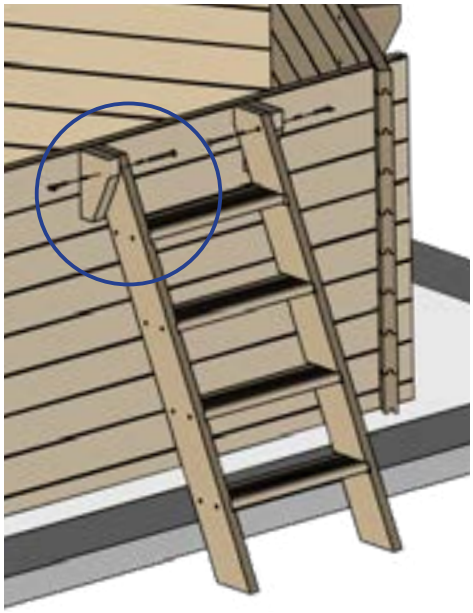

Fig. 7/ Abb. 7 / Afb. 7
• Cut the supports of the ladder checking the dimensions as shown in figure 6 at the bottom part of the stepladder support and saw off the part you do not need. • Assemble the stepladder and position it as shown in figure 7.
• Recoupez les limons de l'échelle en reportant la dimension a (figure 6) au bas du limon de l'échelle et sciez la partie a extraire. • Assemblez l'échelle et placez-la conformément à la figure 7.
• Beschneiden Sie die Treppenwangen unter Beachtung der Maße (Abb. 6) im unteren Teil de Treppenwange und sägen Sie den Teil, den Sie entfernen möchten, ab. • Bauen Sie die Treppe zusammen und platzieren Sie sie wie in Abb. 7.
• Monteer de trap en plaats hem zoals aangegeven op afbeelding 7.